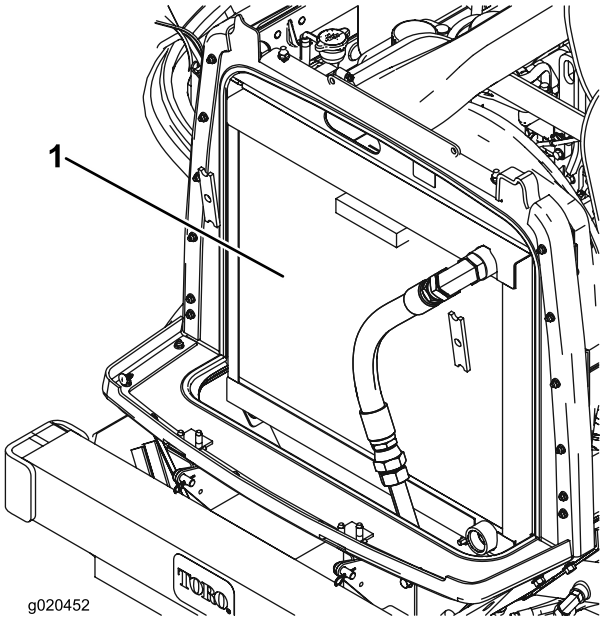

Figuur 62
2. Reinig beide zijden van de radiateur/oliekoeler (Figuur 62) grondig met perslucht. Begin aan de ventilatorzijde en blaas het vuil eruit naar de achterkant. Reinig vervolgens vanaf de achterkant en blaas het vuil naar de voorkant. Herhaal deze procedure verschillende keren totdat het maaisel en het vuil volledig zijn verwijderd.